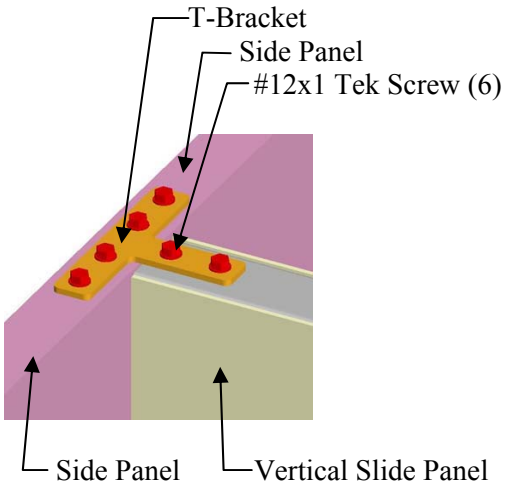

Figure 25 (On the Top)
If your shipment came with X brackets and T brackets as shown in (**Figure 25 & 26**). Please follow the directions below.
1. Attach T-Bracket by placing it on the top of both joining Side Panels and Vertical Slide Panel using 1" self-drilling Tek Screws as shown in **(Figure 25)**. Follow the same instructions to attach Bracket on the other end of the kennels.